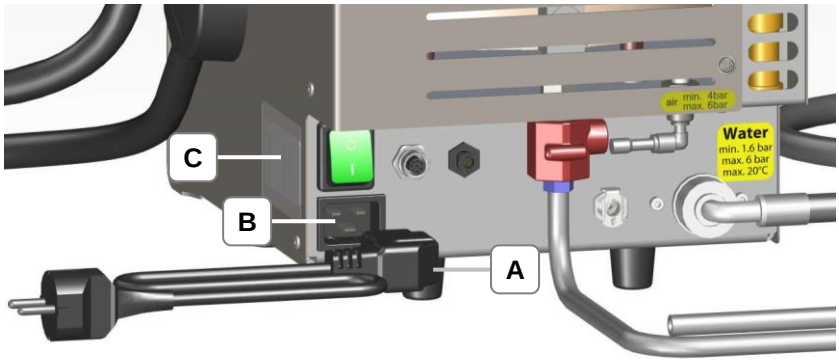

Afbeelding 4.1.1.1: Stroomkabel
1. Sluit de stroomkabel (afbeelding 4.1.1.1-A) in de aansluiting (afbeelding 4.1.1.1-B) aan.